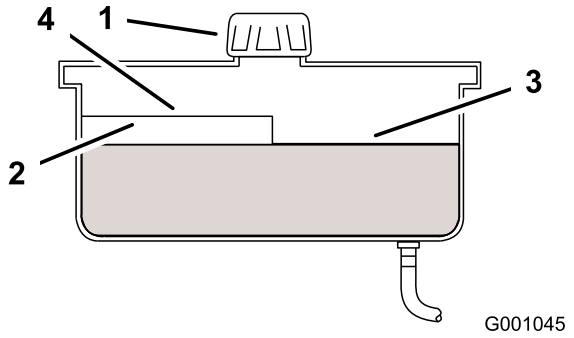

Figura 50
4. Limpie alrededor del cuello de llenado y el tapón del depósito de aceite hidráulico (Figura 50).
5. Retire el tapón del cuello de llenado. Mire dentro para ver si hay aceite en el depósito. (Figura 50).
Nota: Si el aceite está caliente, el aceite debe llegar a la parte superior del nivel Caliente del tabique (Figura 50).